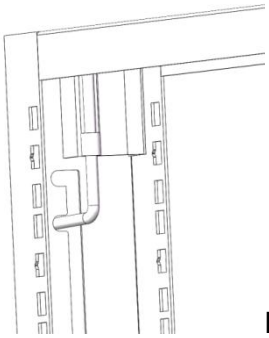

Figure 3
3. Pull the Door Set(3)'s 4pcs door latches on unlock position as follows,ready to assembly door set on the Rack.See Figure 3